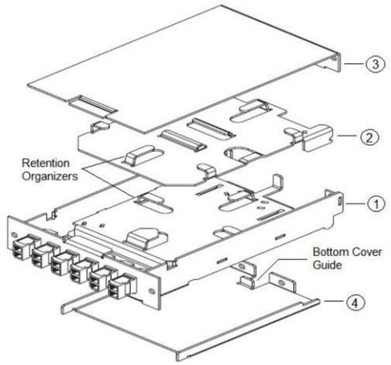

Figure 1
2.0 Identify components of the Opt-X Splice Module kit. (See Figure 1)